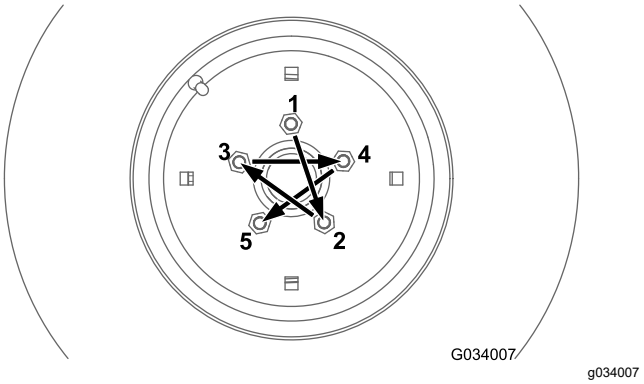

Figura 69
Serrate i dadi delle ruote anteriori e posteriori (solo macchine con trazione integrale) secondo lo schema illustrato nella Figura 69 e nella Figura 70 alla coppia specificata.
- Ruote anteriori: fate riferimento a Figura 69